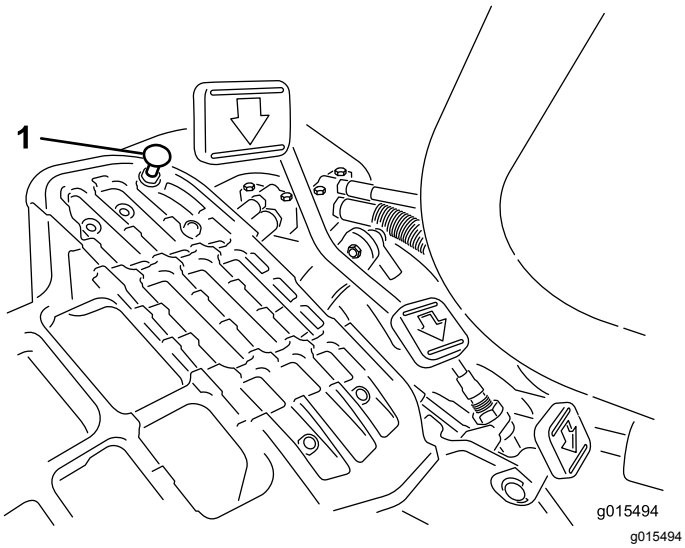

Figur 38
1. Sæt funktionsbevægelseshåndtaget i TRANSPORT-positionen, og løsn den låsemøtrik, der holder pedalstoppet på gulvpladen (Figur 38).